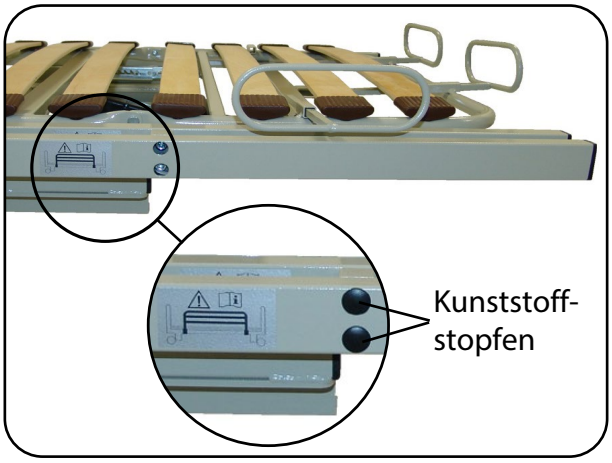

Abb. 6.4.02 - Lieferumfang Liegeflächenverbreiterung
2. Halten Sie die Verbindungsrohre der Liegeflächenverbreiterung parallel zu den Längsrohren des Liegeflächenrahmens. Führen Sie die Zylinderkopfschrauben M8 x 35 mit Hilfe des beiliegenden Innensechskantschlüssels in die Befestigungsbohrungen ein und schrauben Sie diese lose an (Abb. 6.4.02).
4. Verschließen Sie die Bohrungen mit den Kunststoffstopfen (Abb. 6.4.02).